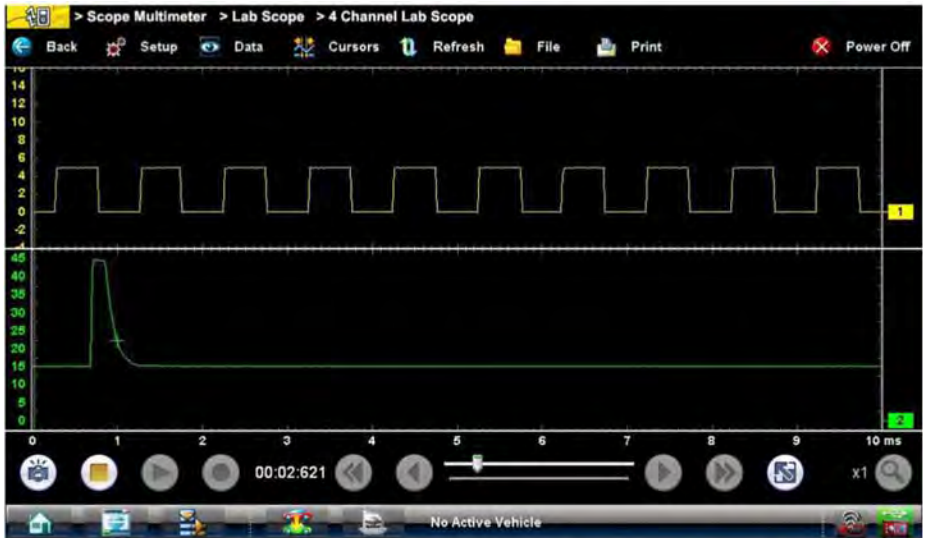
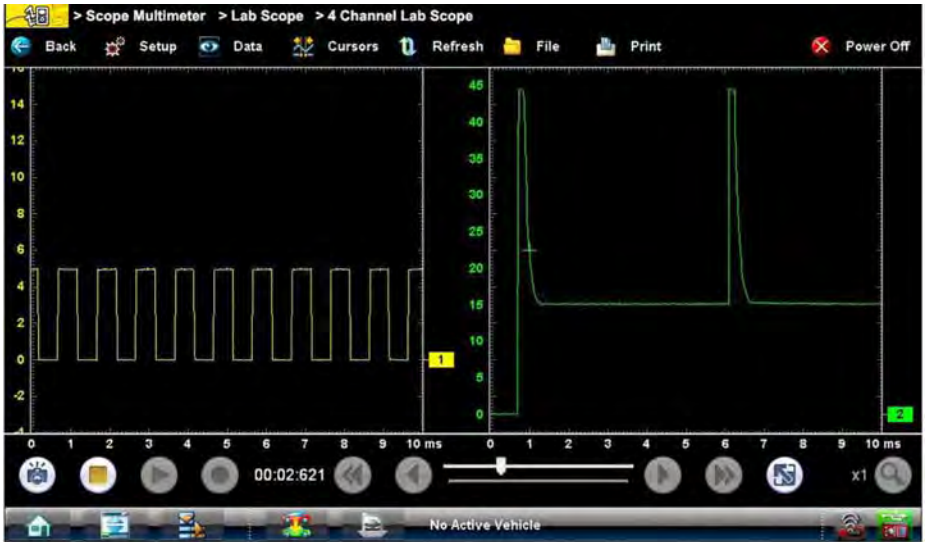

Figure 8-23 *Sample 2 Windows horizontal display*
Figure 8-24 *Sample 2 Windows vertical display*
- **2 windows**—shows two separate traces in two ways: horizontal, one below another (Figure 8-23) or vertical, side-by-side (Figure 8-24).